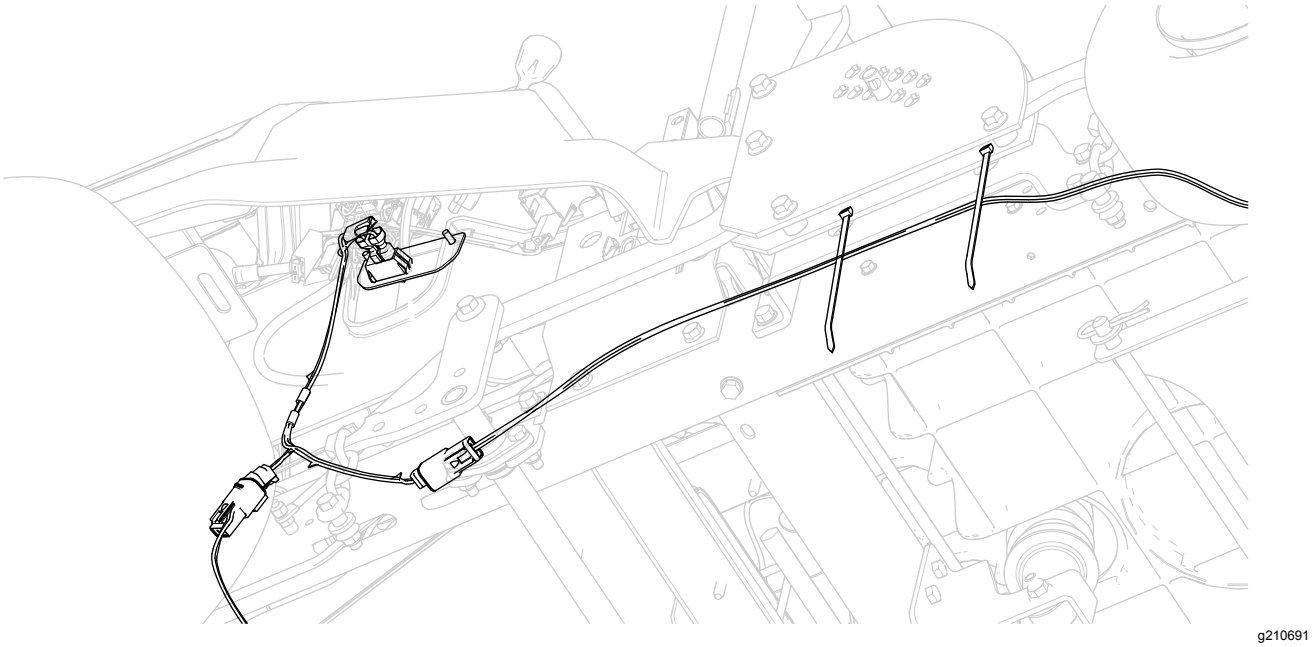

Figuur 13
8. Leid de kabelboom tussen de bedieningsplaat van de rechterkast en de rechterhendel voor de maaideklift (Figuur 13).
9. Verbind de kabelboomaansluiting van het voorlicht met de connector van de kabelboom voor de verlichtingsset (Figuur 13).